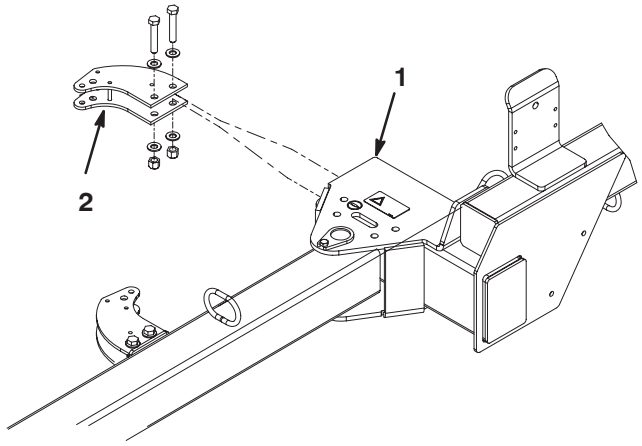

Bild 3
1. Befestigen Sie die hintere Aktuatorlasche mit (2) 1/2–13 x 2–3/4 Zoll Kopfschrauben, (4) 0,531 x 0,063 Flachscheiben und einer 1/2–13 Sicherungsmutter am Rahmen der Kehrmaschine. Platzieren Sie die Bestandteile, wie in Bild 3 dargestellt.